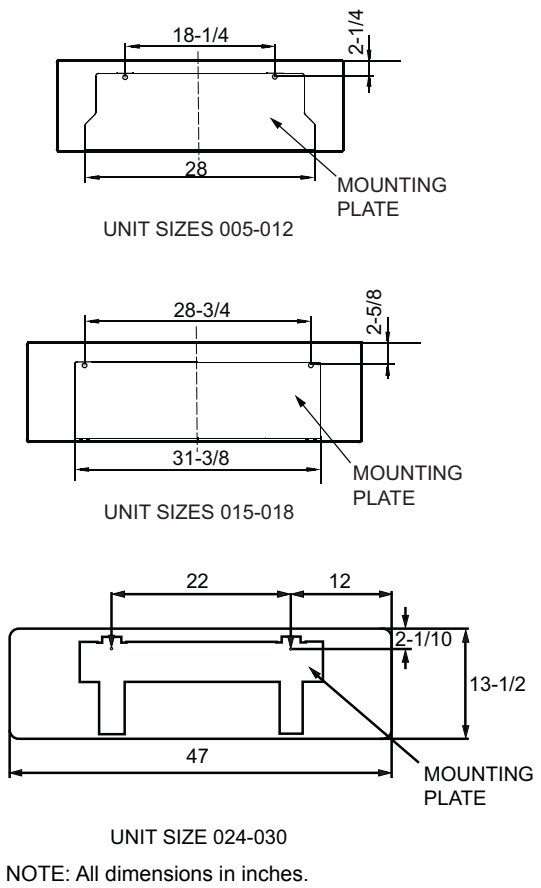

Fig. 5 — Mounting Plate
2. Place the mounting plate on the wall where the unit will be installed and mark the mounting holes. See Fig. 5. Be sure the mounting hole marks are positioned over the wall studs.